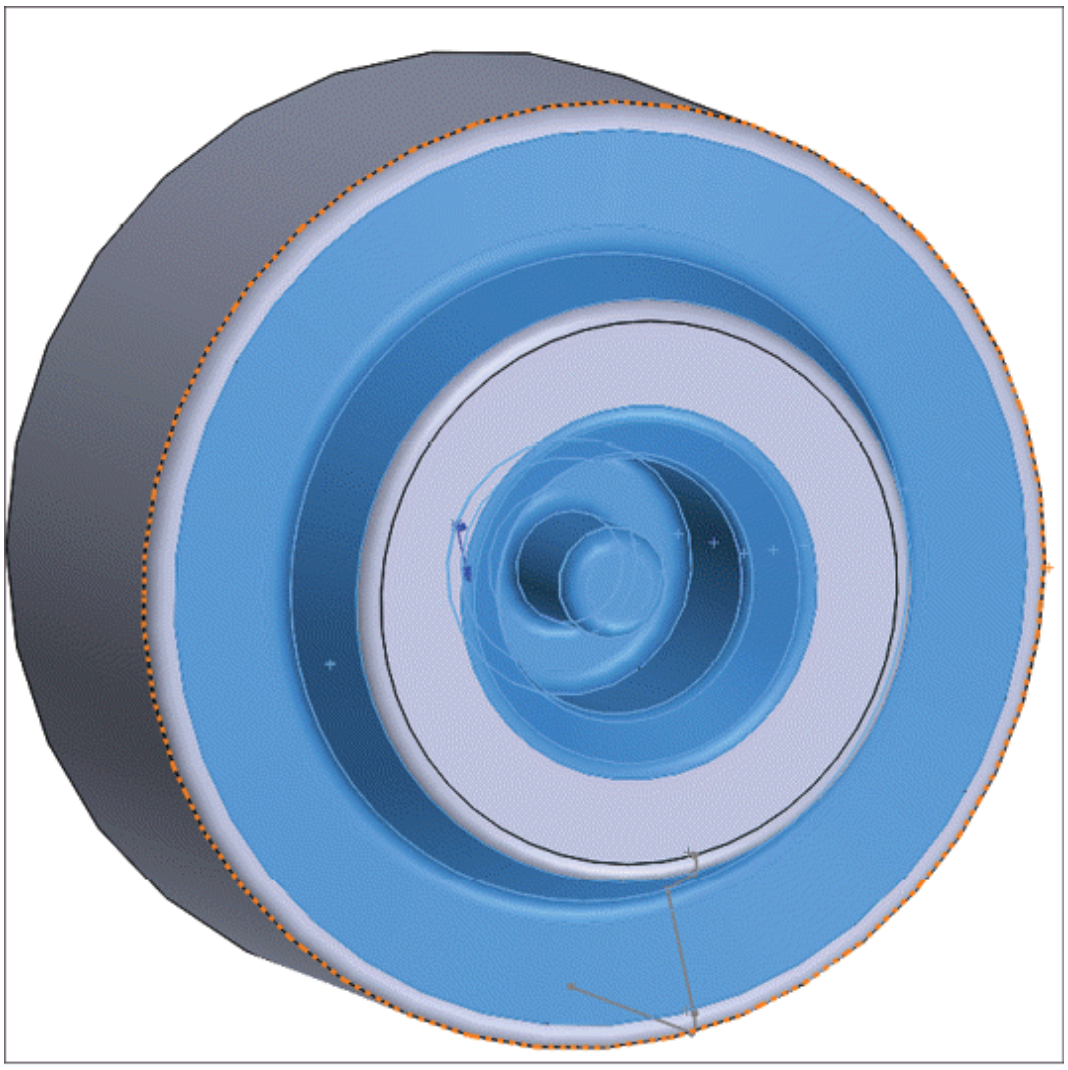

Figure-81. Faces selected for plunge turning
- Select the sketch curves/faces for plunge turning; refer to Figure-81.